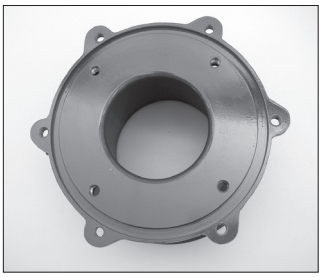

Figure 30
2. Install clamp ring. Note: The discharge fitting must be in the vertical position for all SP series pumps to work properly – Install the clamp ring (item 13) on the motor adapter so NO clamp ring bolt holes are in 12:00 or 6:00 position (see figure 30). Align the (4) bolt holes with the bolt holes in the motor adapter & push straight down. This will properly seat the o-ring to prevent vapors from entering this area during pump operation.